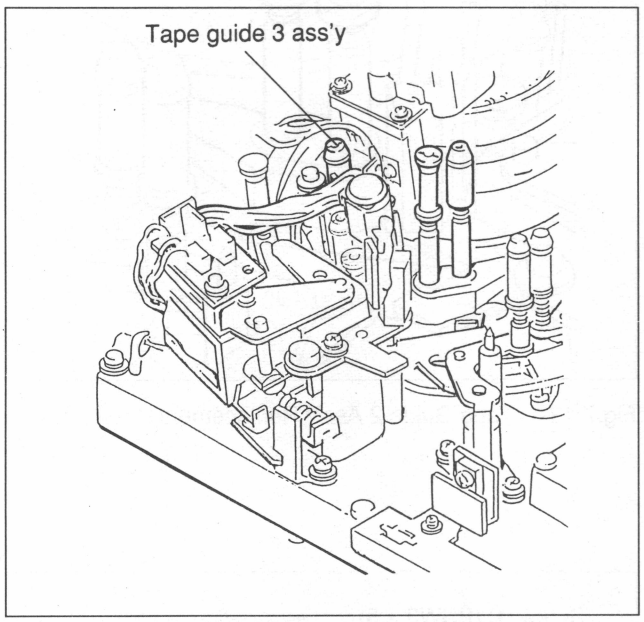

Fig.7-14-1 Tape Guide 3 Ass'y Replacement
A. The component configuration of a tape guide 3 ass'y is the same as that of a tape guide 1 ass'y. The replacement procedures are the same as the tape guide 2 ass'y referring to Section 7-12-1 (Fig. 7-14-1)